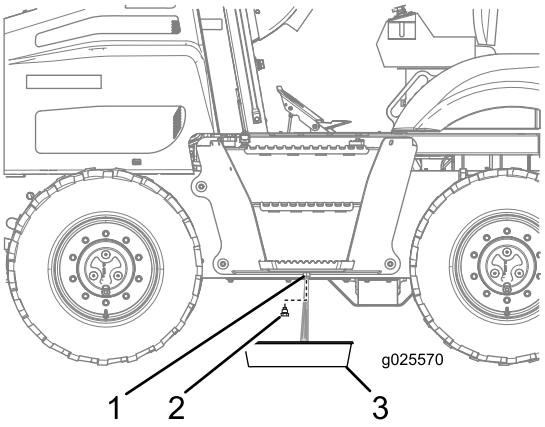

Рисунок 70
3. Отверните сливную пробку топливного бака и слейте воду (Рисунок 70).
4. Когда начнет выходить чистое топливо, установите сливную пробку и надежно затяните ее (Рисунок 70).